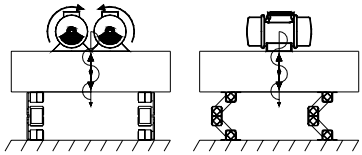

图 2
- 一个重量块的交替线性运动 (单向振动)。联合 2 个同样的方向相反旋转振动，产生单方向振动（图 2）。
- *the reciprocating linear movement of a mass (UNIDIRECTIONAL VIBRATION). The combination of two identical rotational vibrations and of opposite direction generates an unidirectional vibration. (Fig. 2)*